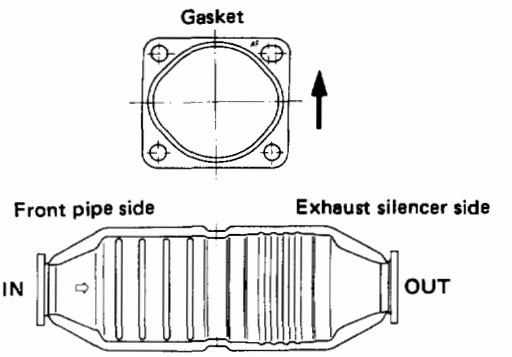

Fig. 6F-10
1. Be sure to install the new gaskets between three way catalytic converter and exhaust pipes with the stamped "U" "AF" mark facing upwards (Fig. 6F-10).
2. Be sure to install the three way catalytic converter as shown (Fig. 6F-10).